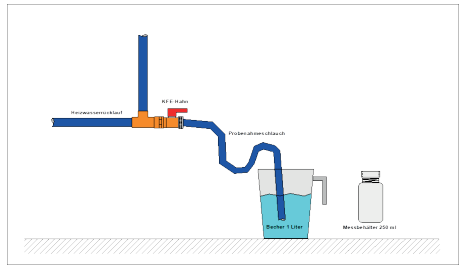

Bild 1
4. Beim Entnehmen der Probe achten Sie darauf, den Sauerstoffeintrag so gering wie möglich zu halten. Dies ist möglich, indem Sie einen kurzen Schlauch am Probehahn anschließen und s-förmig in das Messgefäß führen (sh. Bild 1). Bitte beachten Sie, dass, je nach Anlagengröße, der Vorlauf (ca. 1-2 Liter) nicht als Probe geeignet ist.